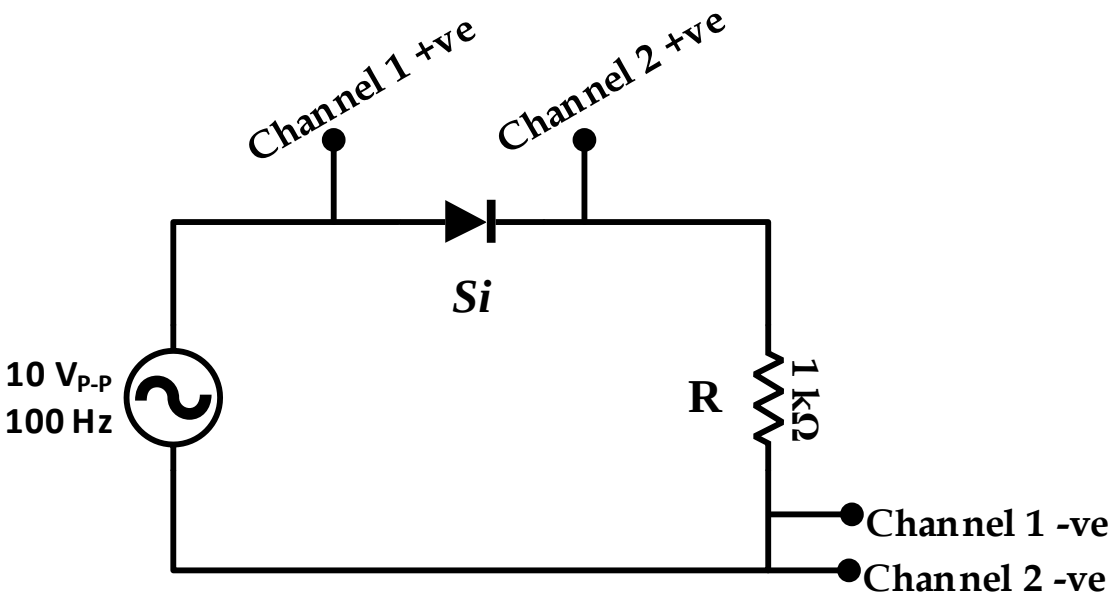

Fig 1.3: Circuit diagram for obtaining diode characteristics from oscilloscope
6. Now connect the circuit according to Fig. 1.3. Set the Digital Storage Oscilloscope (DSO) in **X-Y mode**. You will be able to see the I-V Characteristic curve in the DSO.